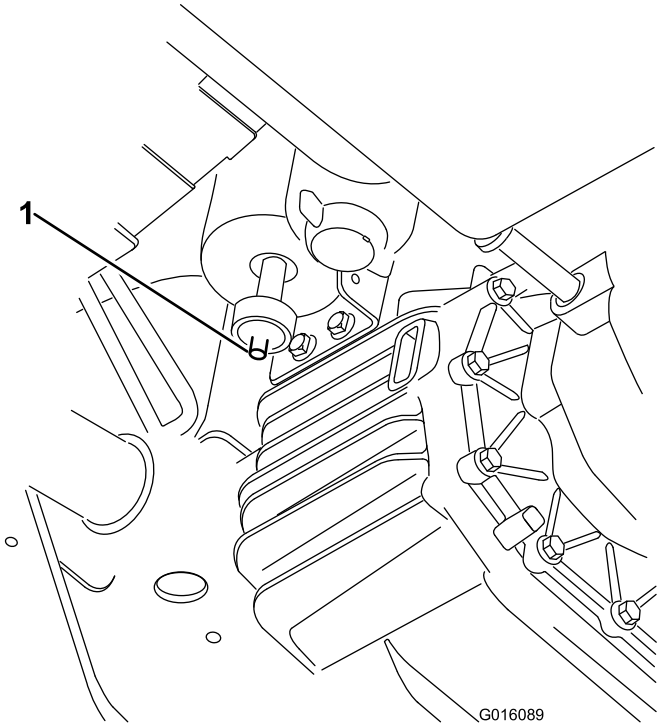

Figur 43
1. Find luftfilteret i bunden af beholderen med aktivt kul (Figur 43).